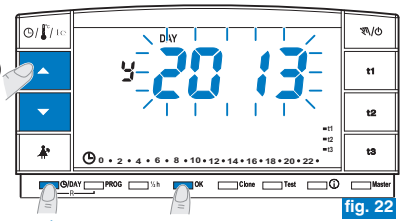

fig. 22
- Mantener pulsada unos 4 segundos la tecla " ◷/DAY " hasta que aparezca el año (Y) parpadeante.
- Modificar el año (si es necesario) utilizando las teclas ▲▼ (fig. 22); presionando por impulsos se aumenta o disminuye de un año; la presión continua activa el desplazamiento rápido.